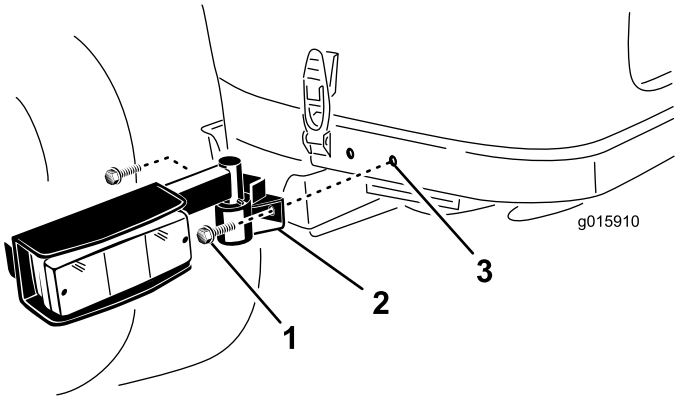

Figur 8
1. Ta hjälp av monteringshålen bakom kåpans spärrar för att montera en lampenhet på var sida om den bakre ramen med två brickor och huvudskruvar (3/8 x 3/4 tum) (Figur 8). Gå vidare till nästa steg om det inte finns några monteringshål i den bakre ramen.